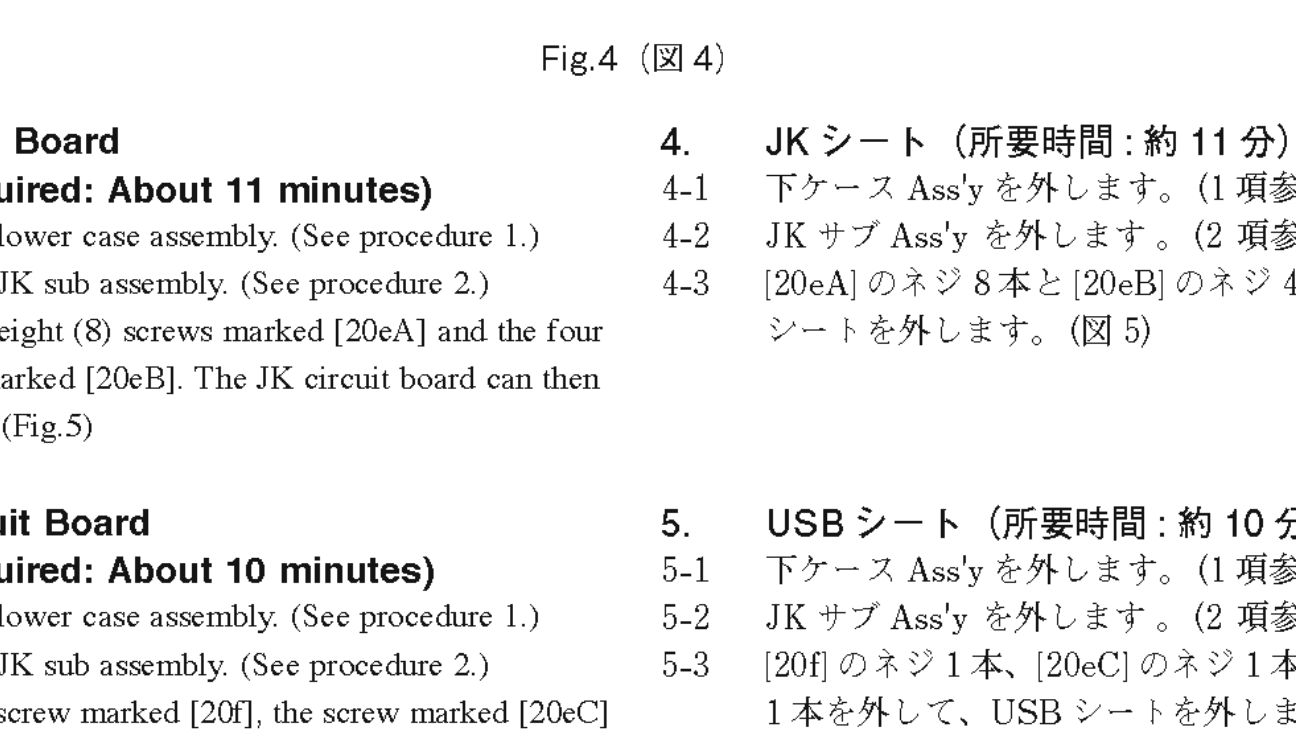

Fig.5（図 5）
4-3 Remove the eight (8) screws marked [20eA] and the four (4) screws marked [20eB]. The JK circuit board can then be removed. (Fig.5)
4-3 [20eA] のネジ 8 本と [20eB] のネジ 4 本を外して、JK シートを外します。(図 5)
5-3 Remove the screw marked [20f], the screw marked [20eC] and the screw marked [20eD]. The USB circuit board can then be removed. (Fig.5)
5-3 [20f] のネジ 1 本、[20eC] のネジ 1 本と [20eD] のネジ 1 本を外して、USB シートを外します。(図 5)